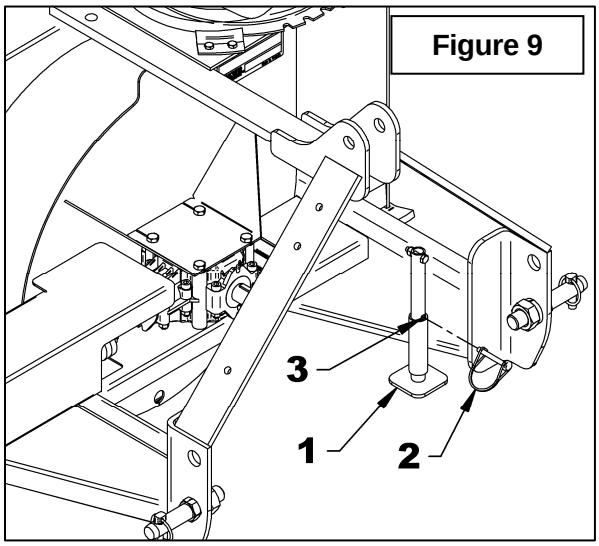

Figure 9
2. **Figure 9:** Retirer la goupille de verrouillage (item 2), abaisser le pied de stationnement (item 1) complètement au sol pour retirer toute pression du trois points et insérer la goupille de verrouillage dans le trou inférieur (item 3).
2. **Figure 9:** Retirer la goupille de verrouillage (item 2), abaisser le pied de stationnement (item 1) et insérer la goupille de verrouillage dans le trou inférieur item 3).